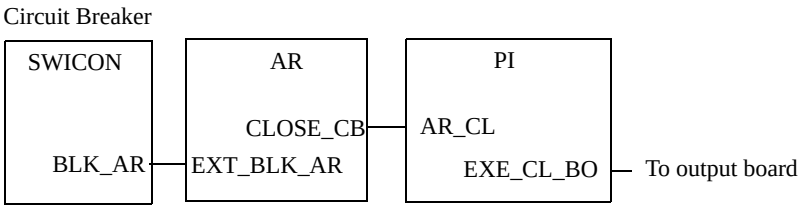

Figure 22: Connections between autoreclosing (AR) module and apparatus control modules
Figure 22 shows the interaction between the autoreclosing (AR) module and the apparatus control modules. The signal BLK_AR from SWICON is used to block the autoreclose function at the moment the circuit breaker is under operation.